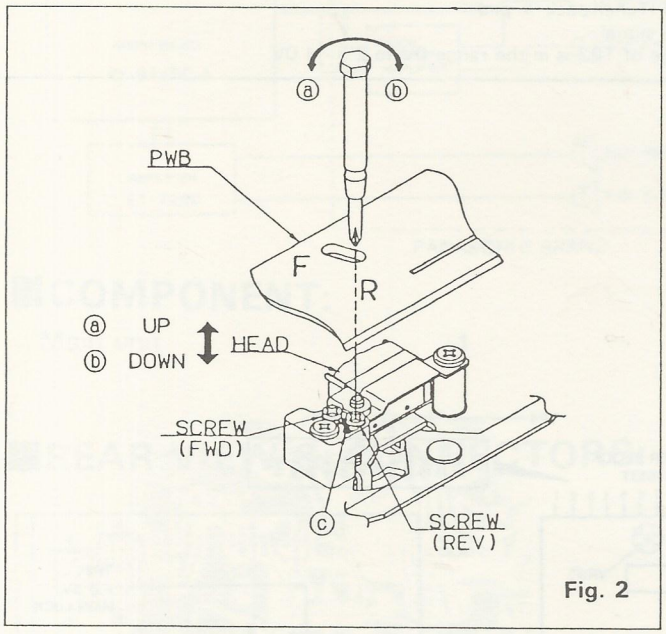

Fig. 2
1. Play back azimuth tape (10kHz, −10dB) and adjust the screw so that the peak of FWD and REV will be 10kHz. (Refer to Fig. 2)
2. After completion of adjustment, apply LOCK-TIGHT Bond to the ⓒ section. (Refer to Fig. 2)